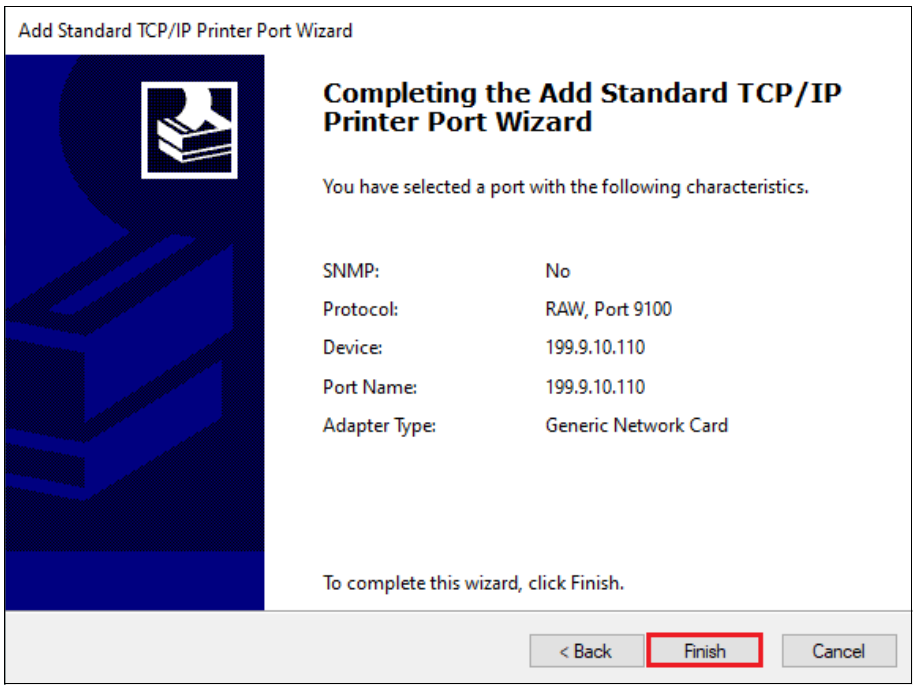

Figure 2-40 Complete adding Standard TCP/IP Printer Port
8. Windows will automatically detect the TCP/IP port. Click "Finish" to complete adding Standard TCP/IP Printer Port, as shown in Figure 2-40.